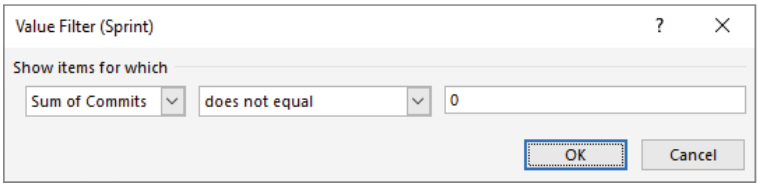

Figure 2.13: Filter the PivotTable to hide zeros.
4. Filter the data for Sum Of Commits ➪ Does Not Equal ➪ **0** as shown in Figure 2.13.